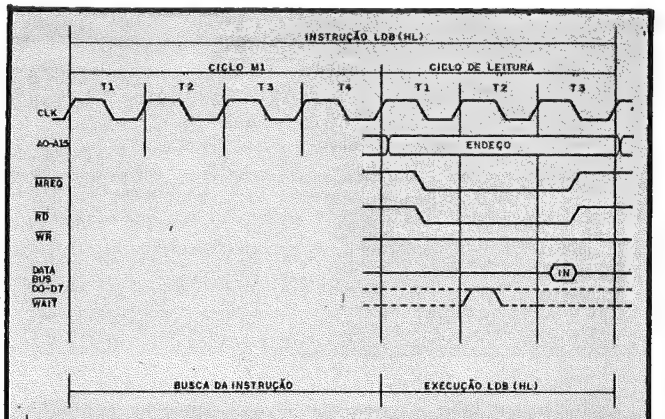

FIGURA 6 — CICLO DE LEITURA
Na figura 6, temos o ciclo da instrução LDB, (HL) que carrega o registro B com o conteúdo da posição de memória cujo endereço é igual ao conteúdo do par HL. O ciclo M1 é idêntico ao anteriormente estudado, e no final deste ciclo o Z-80 decodifica o código de operação e inicia a leitura do operando de 8 bits que se encontra na memória. Novamente, como no ciclo M1, a barra de endereçamento e os sinais $\overline{MREQ}$ e $\overline{RD}$ são ativados no estado T1. Assim, na barra de endereçamento temos o conteúdo do par HL, e a memória deve fornecer, via barra de dados, o operando a ser carregado no registro B. Isto é feito no meio do estado T3, isto é, na descida (⌐╲_) do sinal CLK.